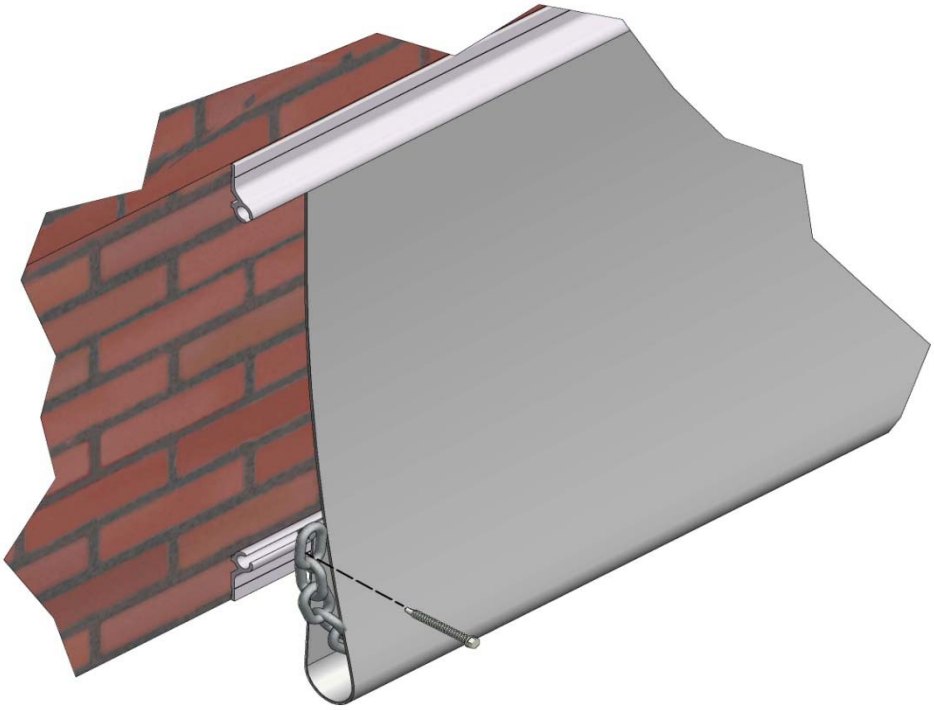

Abbildung 24
8.3 Knoten Sie das Kettengewicht (PC1) an das lose Ende des Zugriemens und führen Sie ihn durch die Öse in der Leiste. Schneiden Sie die Kette auf die richtige Länge zu und befestigen Sie beide Enden mit einer M5.5 x 50 Schraube am Profil (Abbildung 24).